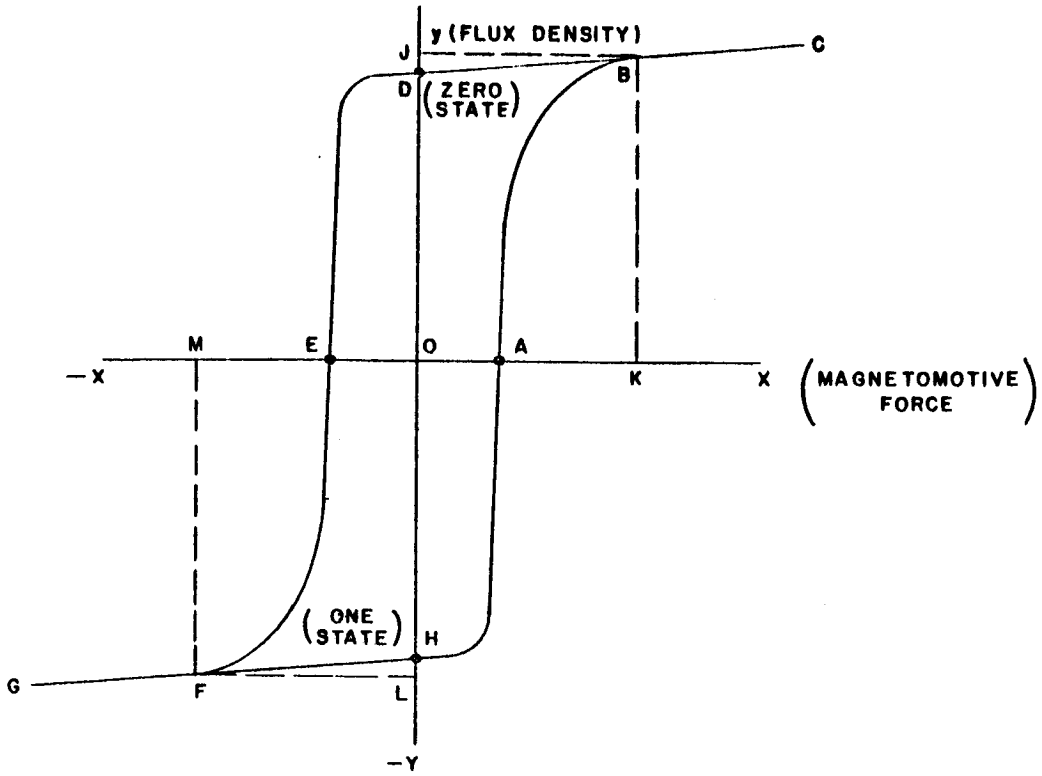

Figure MN-1. Square Hysteresis Loop
A component commonly used in digital data handling equipment is a magnetic core. The term magnetic core is usually applied to a small torroid composed of magnetic material which has high permeability and also high retention. This material will have what is called a square hysteresis loop, shown in Point A, Figure MN-1. Because of this square hysteresis loop, there are two stable energy states, which make the cores adaptable to digital circuits. Magnetic cores are commonly used for shift registers, "and" gates, "or" gates, and other logic circuits, in addition to their use as blocking oscillator transformers.
a. The action of a magnetic core can best be described by referring to the drawing of the hysteresis loop (Figure MN-1). The magnetomotive force, or ampere-turns, applied to the winding of a core is measured along the X axis. Magnetic flux density (gausses), or flux lines per square centimeter, is being measured along the Y axis. Once a core has been magnetized and had this magnetization reversed several times, the relationship between flux density and magnetomotive force is described by the hysteresis loop in Figure MN-1.
b. This positive going pulse applied to pin 1 results in ampere-turns driving the core beyond positive saturation (Point C in Figure MN-1). When the core drive pulse has passed, the core is left in state D, which is defined as "O" state. The voltage at pin 8 is normally maintained at -25v but is raised to approximately -16v to insert a "1" into the core. It can be seen that the current in the input winding, as a result of a positive going pulse applied to pin 8, will magnetize the core in an opposite direction to that of the drive pulse. The state of the core will go from D to G on the hysteresis loop (Figure MN-1), and when the input pulse is passed, the core remains at H, which is defined as a "1" state.
saturation, the core and its windings act as a transformer and the feedback winding continues to drive the transistor into saturation. When the core has finally reached saturation (B on hysteresis curve, Figure MN-1), additional ampere-turns from the collector winding will no longer result in a change of flux and no additional voltage will be generated in the feedback winding. This removes the drive to the transistor, which immediately cuts off, removing the ampere-turns from the collector winding.